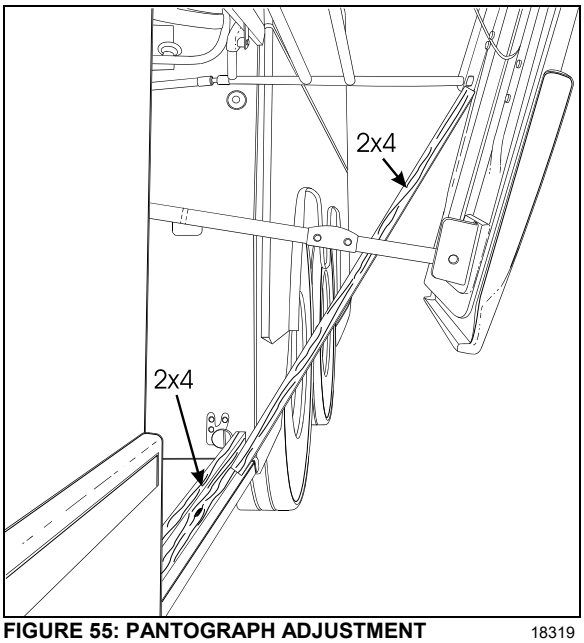

FIGURE 55: PANTOGRAPH ADJUSTMENT 18319
3. Install another piece of 2x4 between the first piece and the bottom of the pivot of the lowest (or shortest) pantograph arm, (Figure 55).